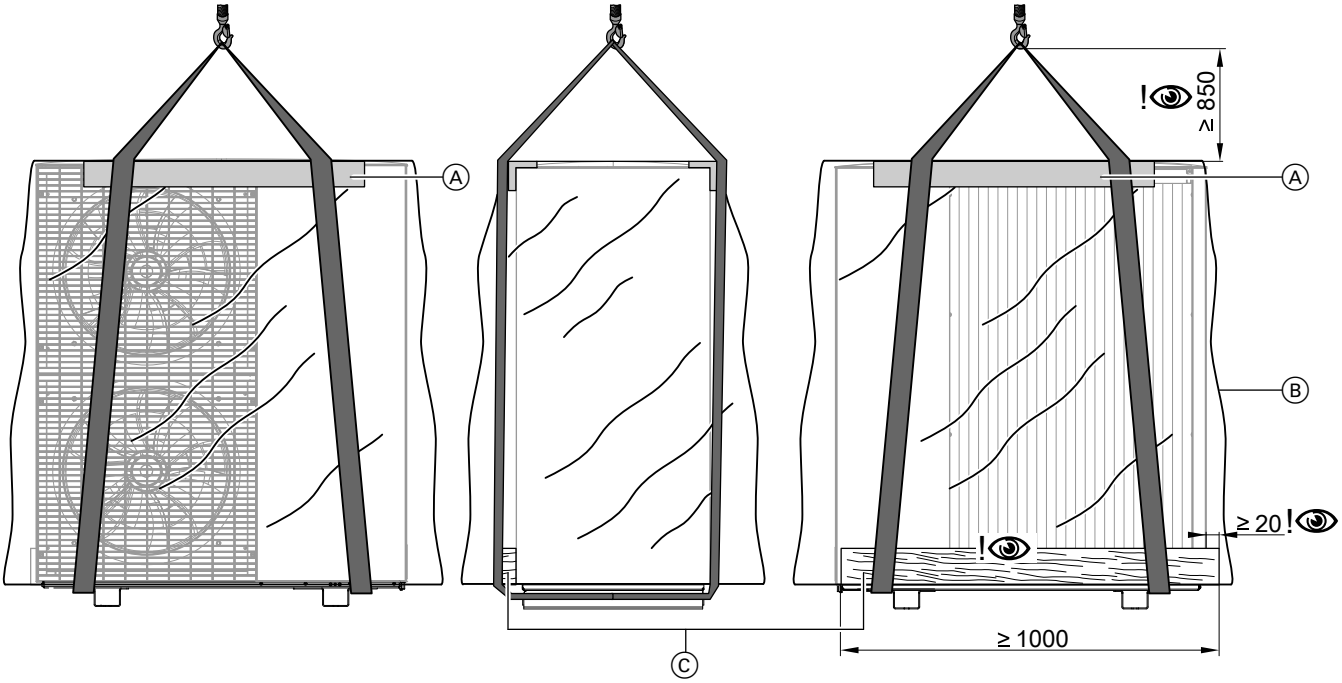

*Abb. 8 Transport mit Kran am Beispiel der Außeneinheit mit 2 Ventilatoren*
3. Kantenschutzwinkel bauseits an der vorderen und hinteren Oberkante der Außeneinheit anlegen. Gurtbänder fachgerecht um die Außeneinheit legen: Siehe Abb. 8.